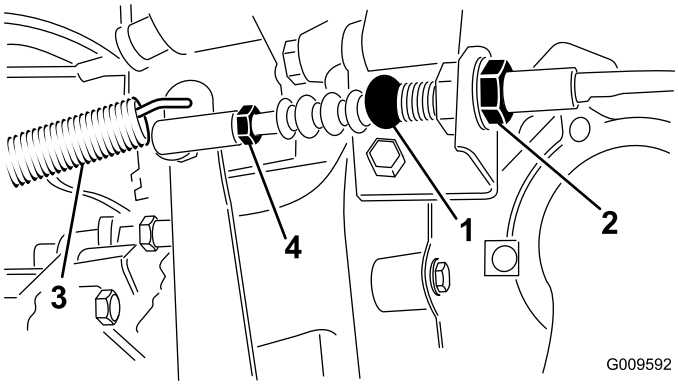

Figur 70
1. Løsn de kontramøtrikker, der fastgør koblingskablet til konsollen på klokkehuset (Figur 70).